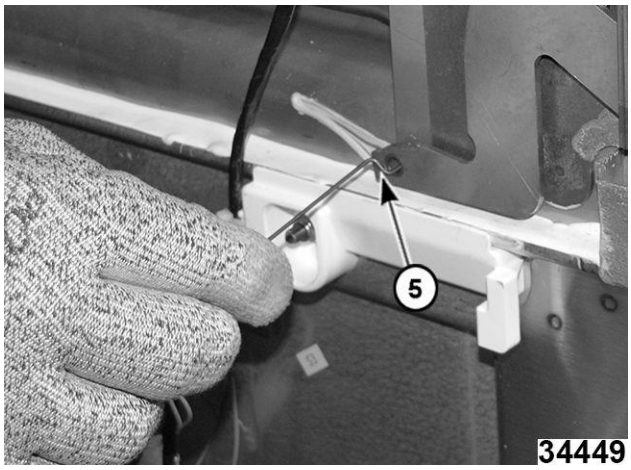

Fig. 153
4. Retire el gancho de resorte (5, Fig. 153) de la bisagra izquierda.